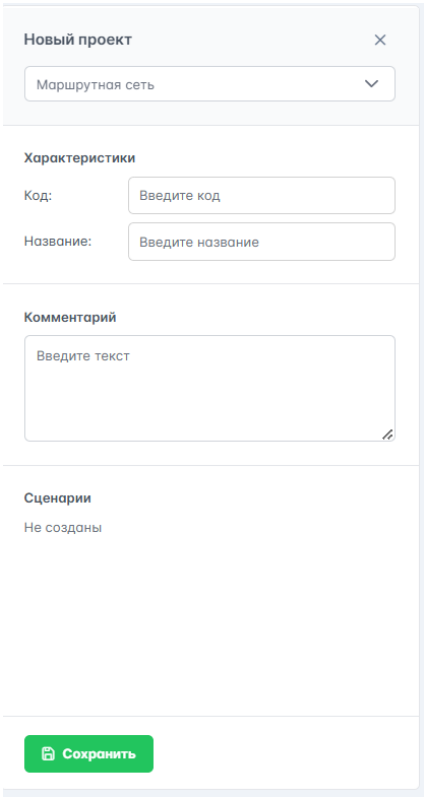

Рисунок 147 – Создание проекта
1. Нажать на панели управления, справа от таблицы данных отроется окно "Новая проект" (рисунок 147).